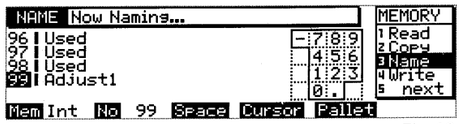

Fig.19
5. Press FUNC3 key to call "Name" and then using the rightmost rotary encoder and Ten keys, name a file name. Press ENTER key. (See Fig.19.)
5. FUNC 3 キーを押して Name を呼び出し，右端のロータリーエンコーダーとテンキーを使って名前をつけ，ENTER キーを押す。(Fig.19)